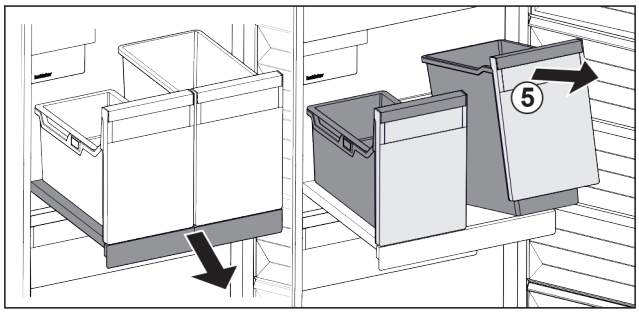

Fig. 169
▶ Ridicați recipientul *Fig. 169 (5)* din față.